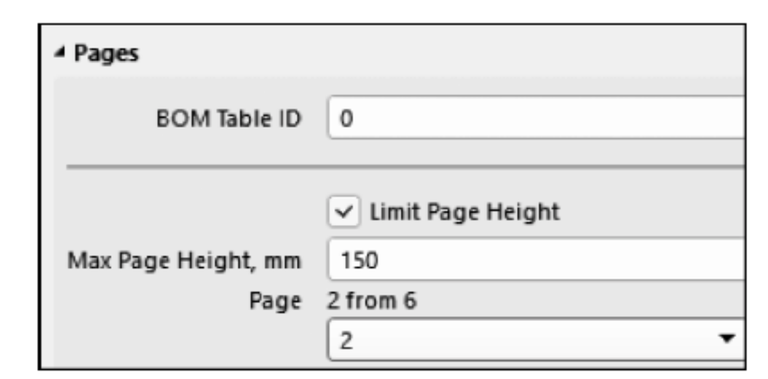

图 8-56　Pages 参数修改
④ 若想在同一个 Draftsman 页面上显示多个 BOM 列表，需重复放置 BOM，将 Page 1 from 6 下拉列表框依次设置为 2～6，如图 8-56 所示。